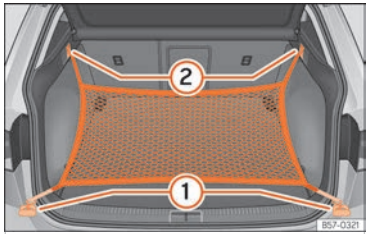

Fig. 178 In the luggage compartment: rings ① and hooks ② for attaching the net bag.
- Secure the short net hooks to the fastening rings ››› Fig. 178 ① ››› ⚠. The bag zip should be facing upwards.
- Secure the straps in the bag hooks ②.